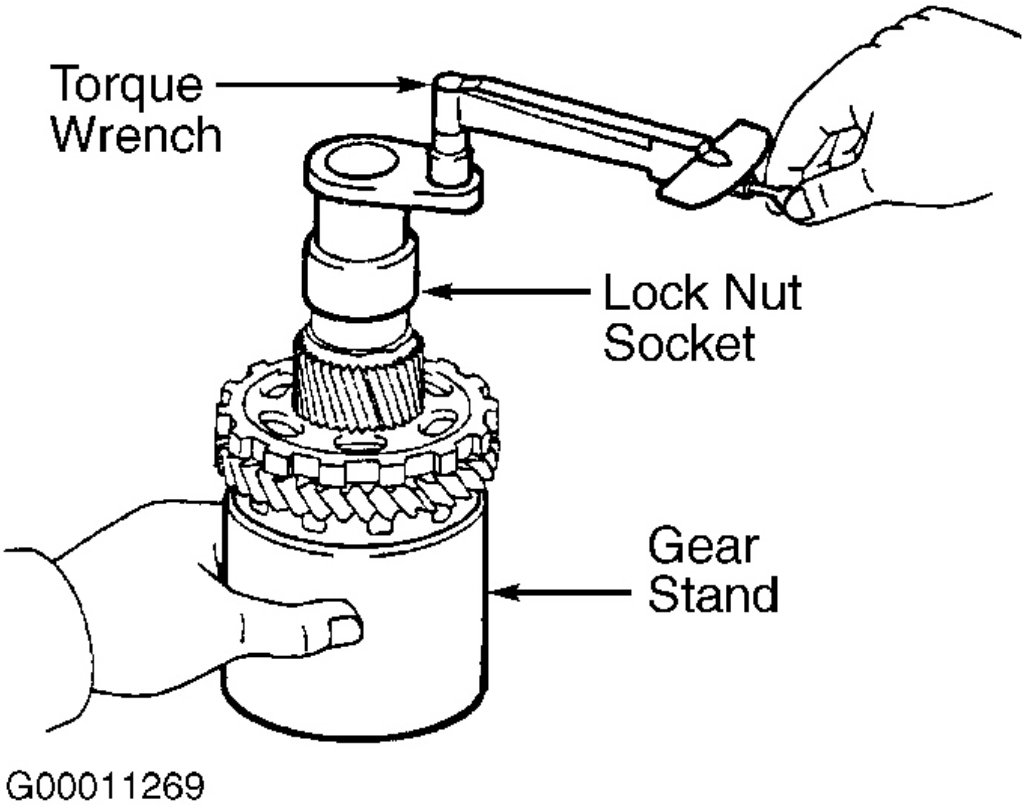

Fig. 41: Measuring Underdrive Planetary Gear Input Shaft Starting Torque
1. Using gear stand, lock nut socket, adapter and INCH-lb. torque wrench with a fulcrum length of 6.30" (160.0 mm), measure underdrive input shaft starting torque for reference. See **Fig. 41**. Starting torque should be 6.2-39.0 INCH lbs. (.7-4.4 N.m).
4. Clamp underdrive planetary gear in a soft-jawed vise. Use care not to damage differential drive pinion. Using appropriate socket, install NEW lock nut and tighten to 207 ft. lbs. (280 N.m). Remove gear from vise. Using gear stand, lock nut socket, adapter and INCH-lb. torque wrench with a fulcrum length of 6.30" (160.0 mm), ensure underdrive input shaft starting torque is 6.2-39.0 INCH lbs. (.7-4.4 N.m). See **Fig. 41**. Using pin punch and hammer, stake lock nut. Ensure lock nut is not cracked.